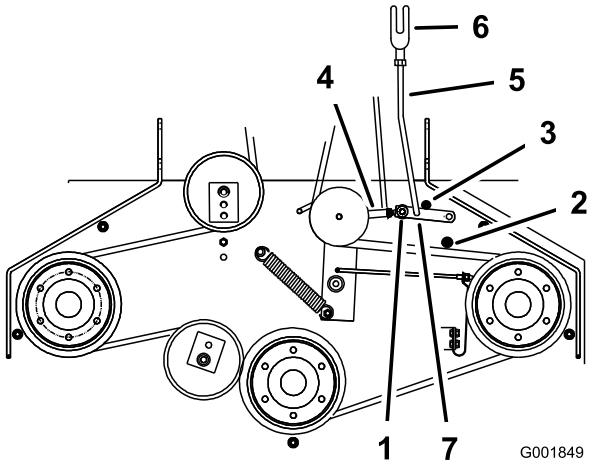

Figura 49
5. Asegúrese de que el brazo está en contacto con el tope trasero del brazo de la plataforma (Figura 49).
7. El brazo debe entrar en contacto con el tope delantero del brazo de la plataforma. Si no lo hace, la palanca acodada debe acercarse más al refuerzo (Figura 49).
8. Para ajustar el acoplamiento del brazo, retire el pasador de horquilla del brazo (Figura 49).
11. Instale el acoplamiento en el brazo y sujételo con el pasador de horquilla (Figura 49).